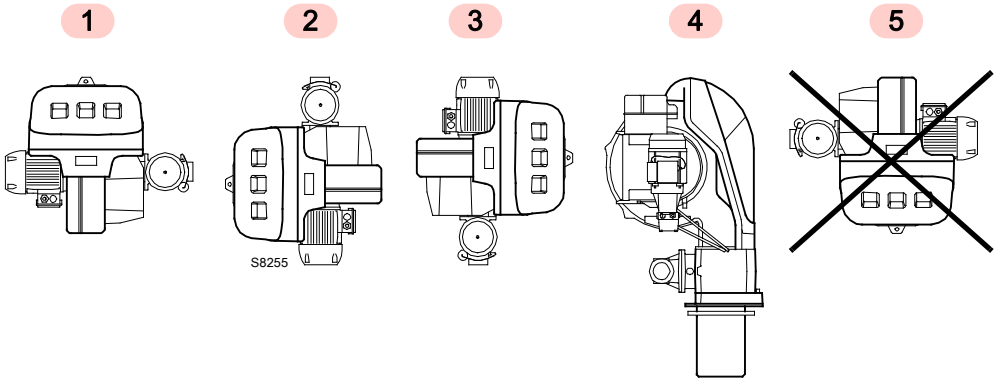

图 12
- ➤ 燃烧器设计为仅能安装在位置 1, 2, 3 和 4 (图 12)。